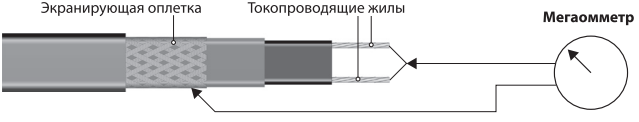

Рисунок 4. Схема подключения мегаомметра
4.11. Кабели нагревательные саморегулирующиеся имеют температурно-зависимое сопротивление и данные о величине сопротивления не являются достоверным ориентиром для определения присоединённой нагрузки. По этой причине кабели нагревательные саморегулирующиеся проверяются только на сопротивление изоляции нагревательного элемента (измерение производится между токоведущими жилами и экранирующей оплёткой кабеля нагревательного) и сопротивление оболочки кабеля нагревательного (измерение производится между экранирующей оплёткой кабеля нагревательного и контуром заземления) (см. рис. 4) .